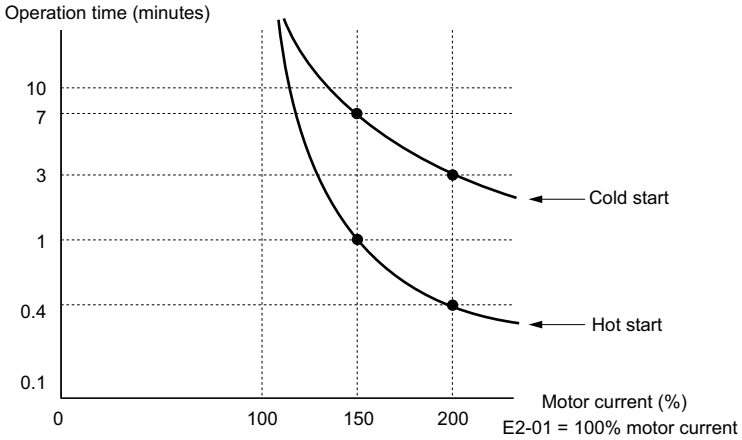

Figure 5.87 Motor Protection Operation Time
- *Figure 5.87* shows an example of the electrothermal protection operation time using a general-purpose motor operating at 50 Hz with L1-02 set to one minute.